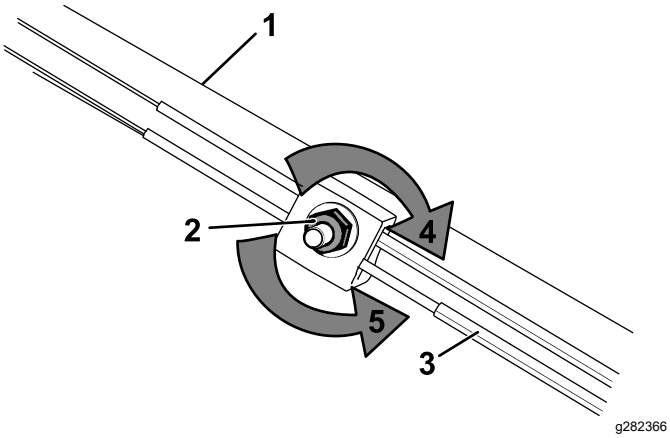

**Figure 52**
1. Tournez l'écrou de réglage dans le sens antihoraire pour desserrer le réglage du câble (Figure 52).
2. Ajustez la tension du câble (Figure 52) en le tirant en avant ou en le poussant en arrière puis en le maintenant à cette position.